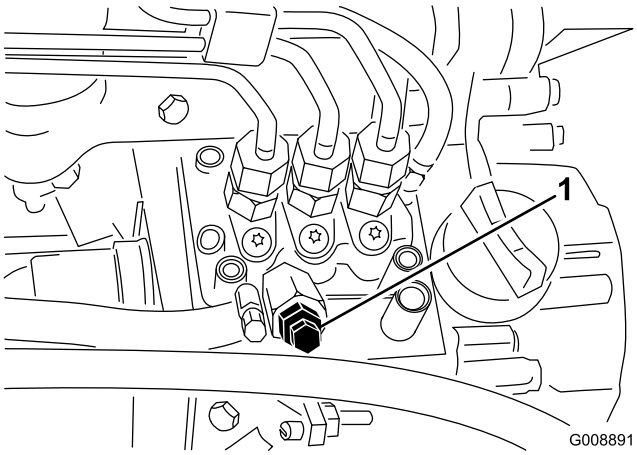

Figur 43
3. Åbn udluftningsskruen på brændstofindsprøjtnings-pumpen (Figur 43).